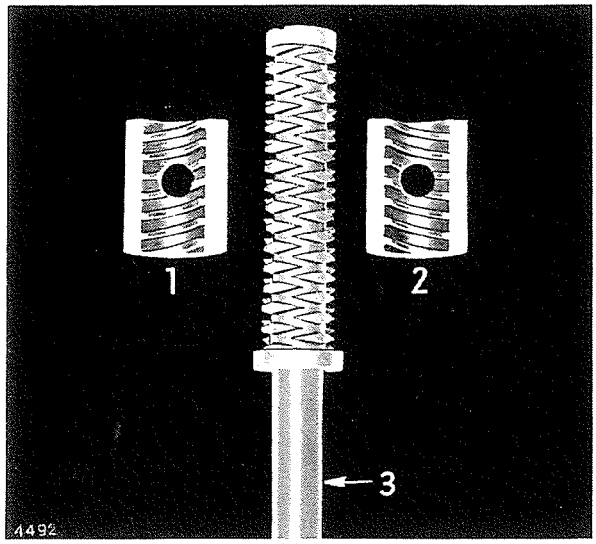

Bild 423
Beim Einbau der Lenkmuttern darauf achten, daß die rechtsgängige Mutter (2), Bild 423, rechts, und die linksgängige Mutter (1) links eingebaut wird.